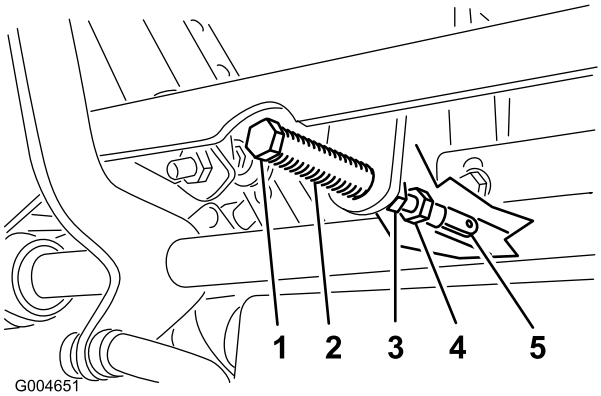

Figur 56
5. Dra reglaget bakåt tills sprintbulten (på armen ovanför den vridbara axeln) kommer i kontakt med spårets ände (så att det precis börjar tryckbelasta fjädern) (Figur 56).
7. Lossa muttern och kontramuttern mot oket om justering krävs (Figur 56).
8. För rörelsereglagespaken något bakåt och vrid huvudet på justerskruven i rätt riktning tills rörelsereglaget är centrerat i det neutrala låsläget (Figur 56).
9. Dra åt muttern och kontramuttern (Figur 56).
10. Dra åt kontramuttrarna vid kullederna (Figur 56).